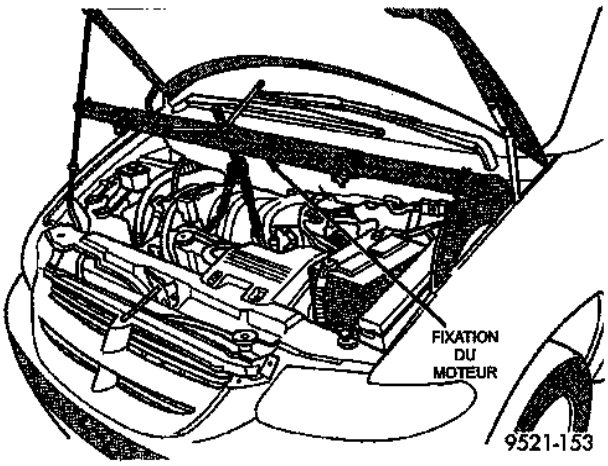

*Fig. 41 Fixation du support moteur*
(14) Poser la fixation du support moteur et supporter le moteur (Fig. 41).